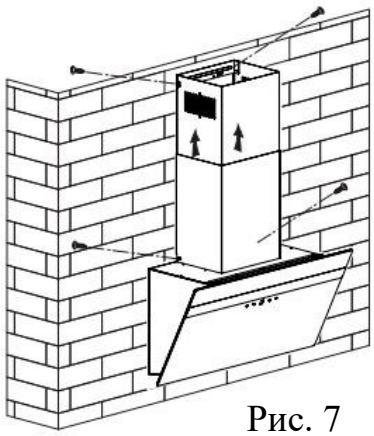

Рис. 7
- Отрегулируйте высоту короба в соответствии с положением кронштейна и закрепите его с помощью 4 шт. винтов ST4 * 8 мм. Смотрите Рис. 7